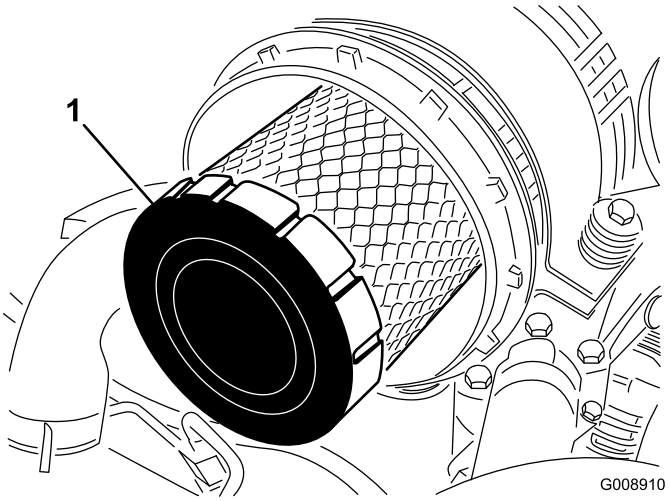

Figuur 60
4. Verwijder en vervang het voorfilter (Figuur 60).